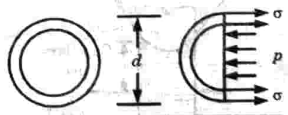

Fig. 1.12.2. Free body diagram.
2. From the free body diagram Fig. 1.12.2.